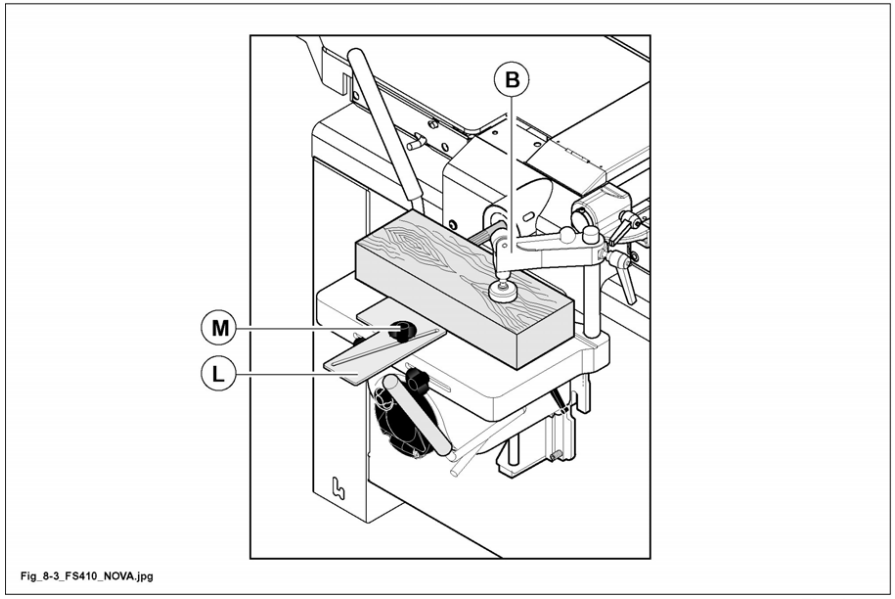

Fig. 8.3
- Place the workpiece on the table, stopping it and securing it by means of the presser (B fig. 8.3).
- Position the stop (L fig. 8.3) against the workpiece to be machined and tighten the knob (M fig. 8.3).